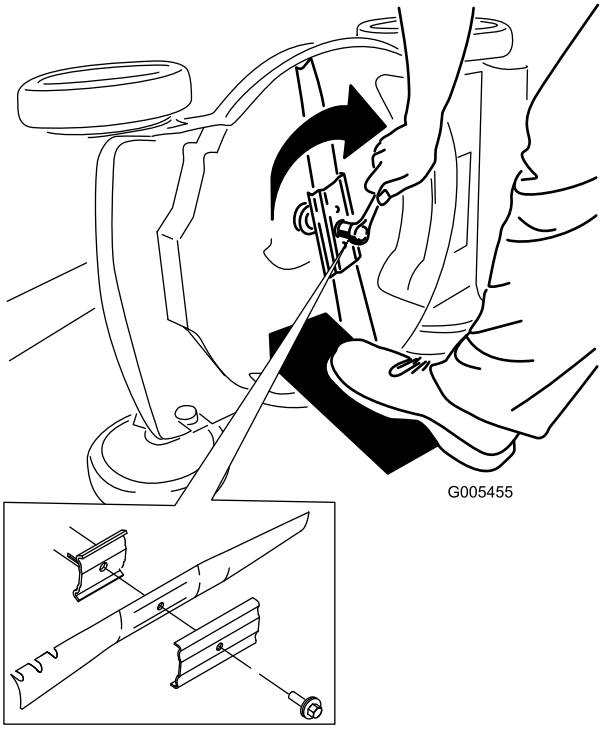

Figur 28
5. Monter den nye kniv og alle monteringsboltene og -møtrikkerne (Figur 28).